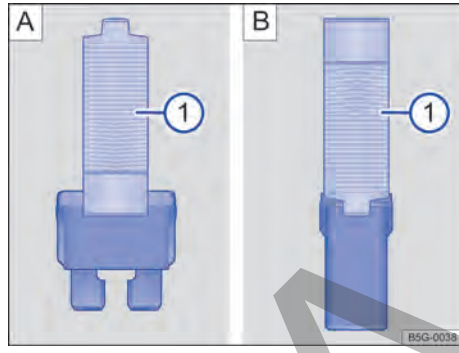

Fig. 175 Retirar o colocar el fusible con la pinza de plástico: A fusible plano, B: fusible de bloqueo.
– De ser necesario, retirar la pinza de plástico → fig. 175 1 de la cubierta de la caja de fusibles.
– De acuerdo con la versión del fusible, colocar las garras adecuadas del alicate plástico → fig. 175 A 1 o → fig. 175 B 1 de forma lateral en el fusible.